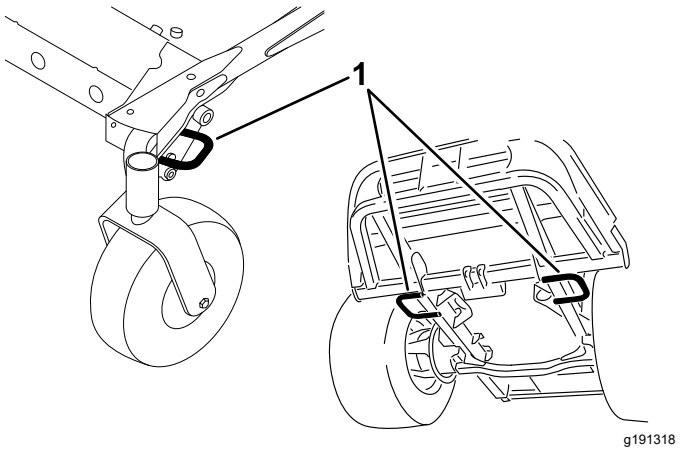

Figuur 27
5. Gebruik de bindogen op de machine om deze met banden, kettingen, kabels of touwen goed te bevestigen op de aanhanger of de vrachtwagen (Figuur 27).